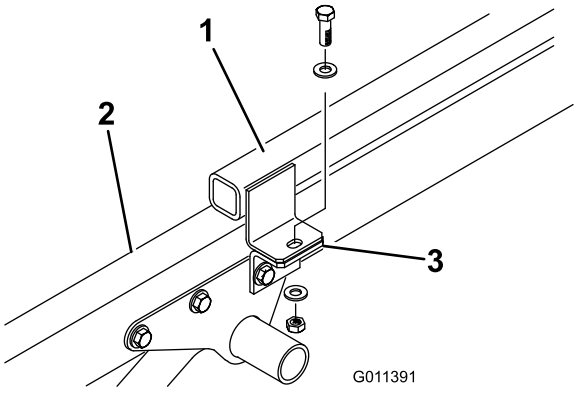

Figur 6
3. Fjern maskinskruen, (2) flade spændeskiver og låsemøtrikken, der fastgør hvert redskabsbeslag til trækrammens tapper (Figur 6).